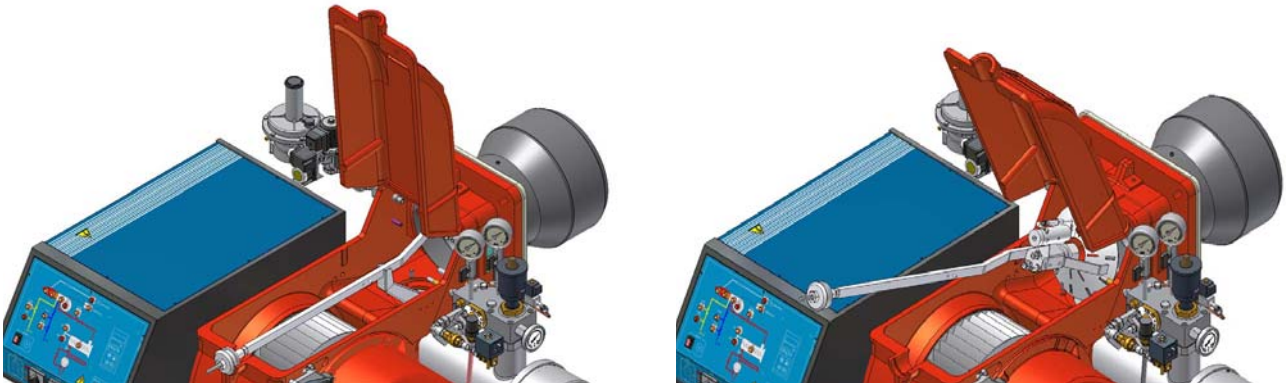

Fig. 24
- Svitare tutti i flessibili dalla lancia, lato bruciatore e rimuovere il gruppo completo come mostrato in Fig. 24.